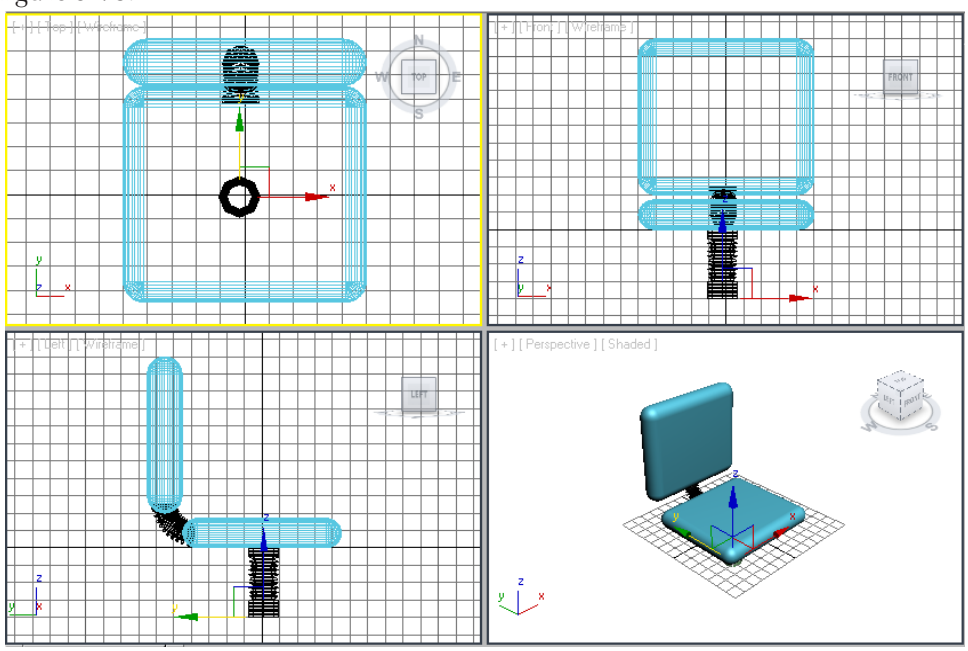

Figure 3-78 *Alignment of the leg support in all viewports*
4. Invoke the **Select and Move** tool and align the *leg support* in all viewports, as shown in Figure 3-78.